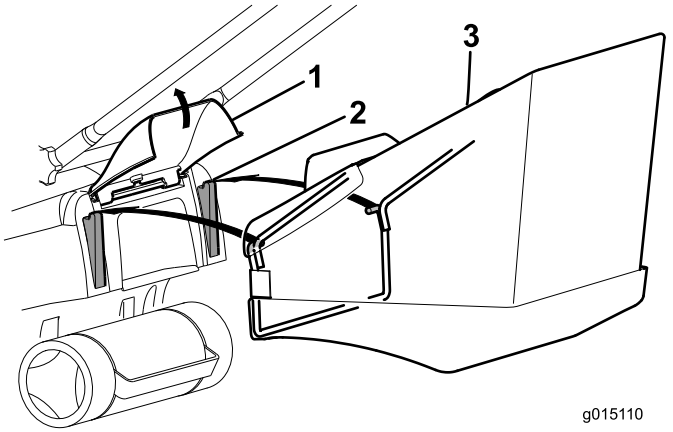
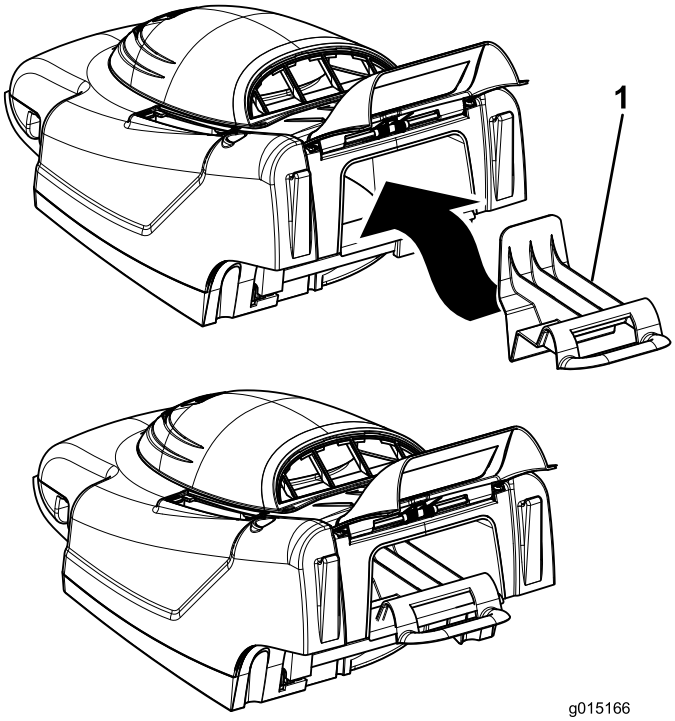

Рисунок 14
Рисунок 15
1. Поднимите заднюю дверцу, снимите заглушку для мульчирования (Рисунок 15) и установите в проушины мешок для сбора травы (Рисунок 14).
Примечание: Для перехода от сбора травы к мульчированию снимите мешок для сбора травы и поставьте на место заглушку для мульчирования, снятую на этапе 1 (Рисунок 15).